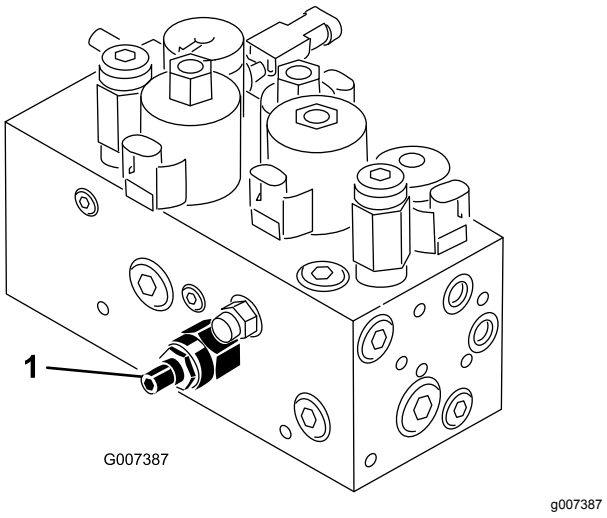

Figur 49
Klippenhetens lyft-/sänkkrets är utrustad med en flödesregleringsventil (Figur 49). Denna ventil förinställs på fabriken, men en justering kan dock behövas för att kompensera för skillnader i hydrauloljetemperaturer, klipphastigheter, redskap etc. Gör på följande sätt om en justering krävs:
1. Höj sätet och lokalisera flödesreglerventilen för mittdragramen (Figur 49) som sitter på sidan av hydraulgrenröret.